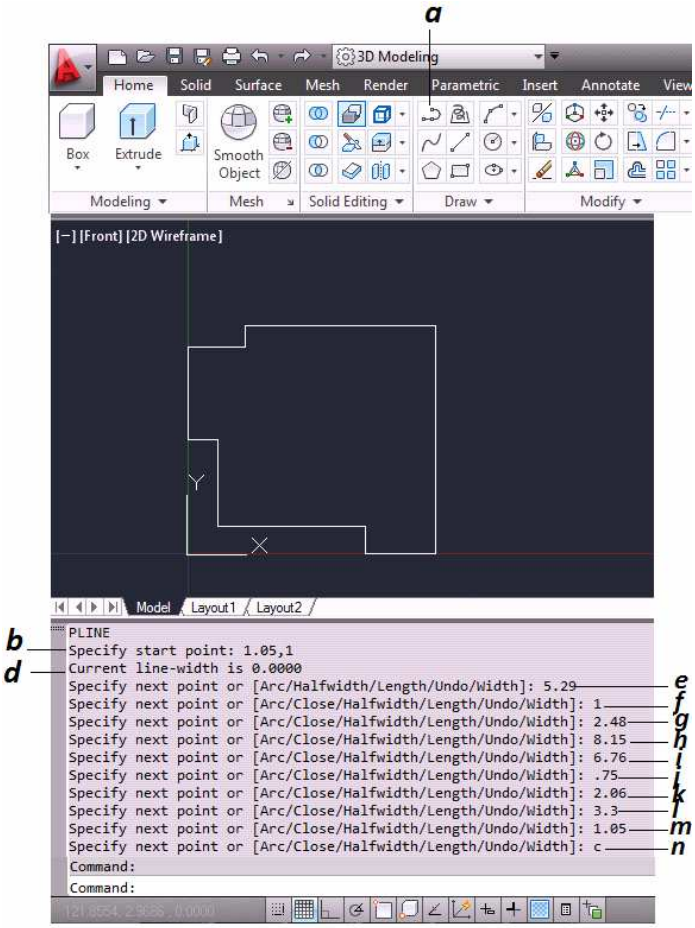

Figura 3.17 Creación de Entidades "Polilinea"
- **a.** Se selecciona el comando poli línea (PL) de la barra de herramientas *(figura 3.17).*
- **b.** Se escribe la coordenada 1.05, 1 para indicar el inicio de la polilinea *(figura 3.17).*
- **e.** Lado derecho, se escribe 5.29 y enter *(figura 3.17).*
- **f.** Abajo, se escribe 1 y enter *(figura 3.17).*
- **g.** Derecha, se escribe 2.48 y enter *(figura 3.17).*
- **h.** Arriba, se escribe 8.15 y enter *(figura 3.17).*
- **i.** Izquierda, se escribe 6.76 y enter *(figura 3.17).*
- **j.** Abajo, se escribe 0.75 y enter *(figura 3.17).*
- **k.** Izquierda, se escribe 2.06 y enter *(figura 3.17).*
- **l.** Abajo, se escribe 3.3 y enter *(figura 3.17).*
- **m.** Derecha, se escribe 1.05 y enter *(figura 3.17).*
n. Finalmente (C) para terminar la figura *(figura 3.17).*